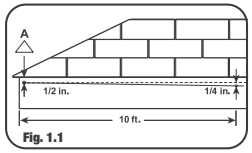

Fig. 1.1
REMOVE old gutters and inspect fascia board. REPLACE IF NEEDED. Tack a string to fascia board and level (A). Lower string approximately ¼ in. for every 10 ft. of gutter and retack string. This is sloped toward downspout. If your house has drip edge, slip gutter under drip edge. (Fig. 1.1)